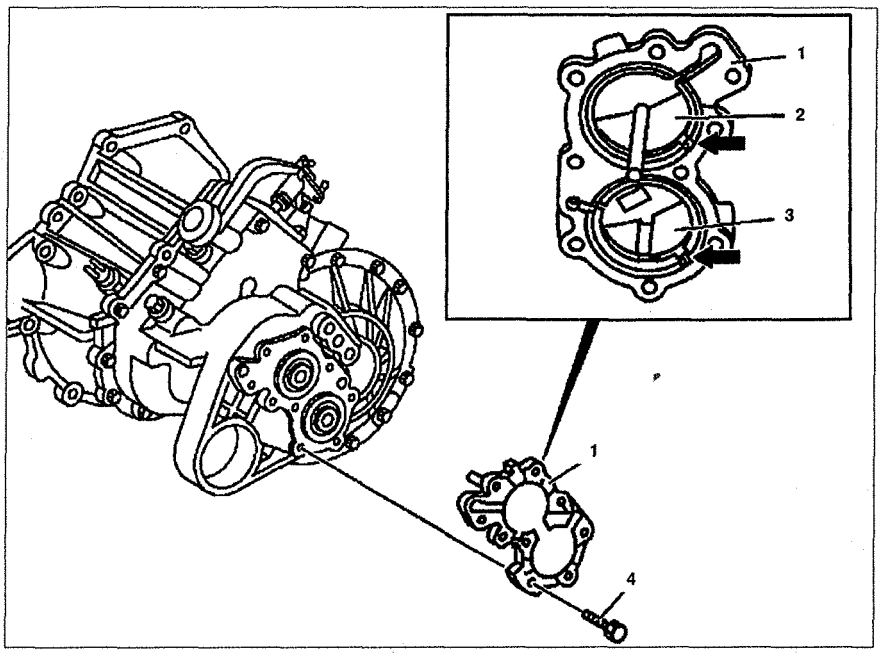

Рис. 6.17. Крышки подшипников:
2. Открутите и снимите крышку подшипника **1** вместе с направляющими масла **2** и **3** (см.рис.6.17). Смажьте болты **4** средством Loctite 574 sealant (для двигателей 111) или Loctite 243 adhesive (для двигателей 601 и 611).